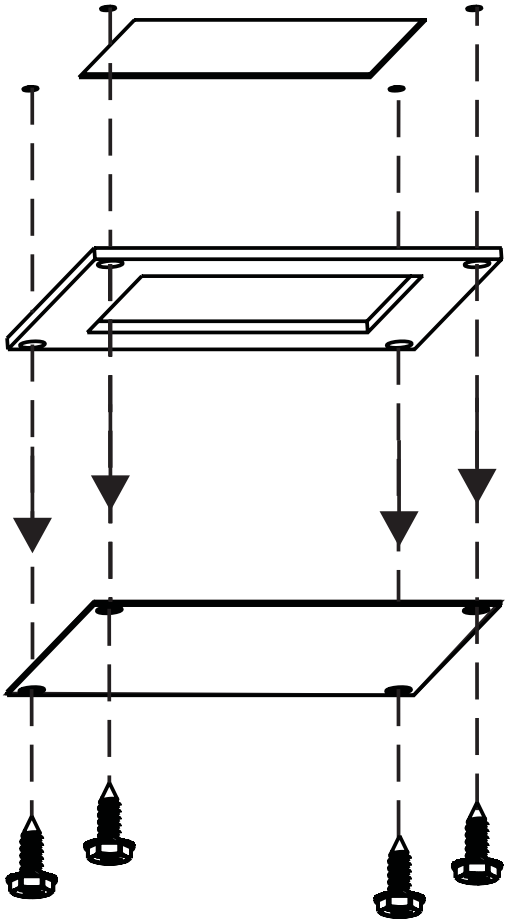

Figure 1
2. Remove the four screws which secure the metal plate and gasket from the firebox roof. **See Figure 1.**